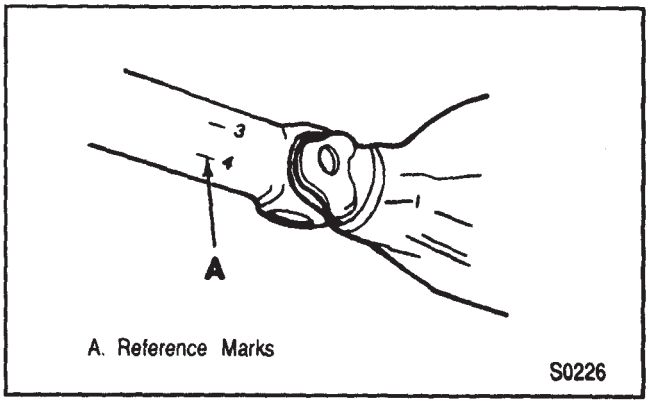

Figure 13—Propeller Shaft Reference Marks
Hose Clamp Method (Figures 13 and 14)
2. Mark and number propeller shaft at four points 90 degrees apart at rear of propeller shaft just forward of balance weight (figure 13).
2. Mark and number propeller shaft at four points 90 degrees apart at rear of propeller shaft just forward of balance weights, as shown in figure 13.